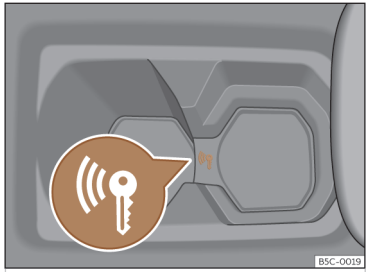

Abb. 113 In der Mittelkonsole: Notstart.
- Unmittelbar nach Drücken des Starterknopfes legen Sie den Schlüssel in den Getränkehalter in der Mittelkonsole ››› **(Abb. 113)** so nah wie möglich am Logo *Kessy*.